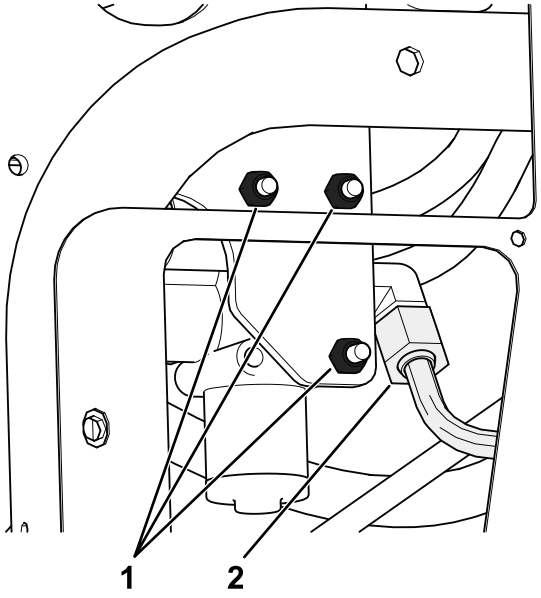

Rysunek 5
A. Odkręć 3 śruby i nakrętki mocujące dotychczasowy zawór podnoszenia do ramy i odsuń go od ramy, aby umożliwić demontaż trójnika (340-94) w sposób pokazany na Rysunek 5.